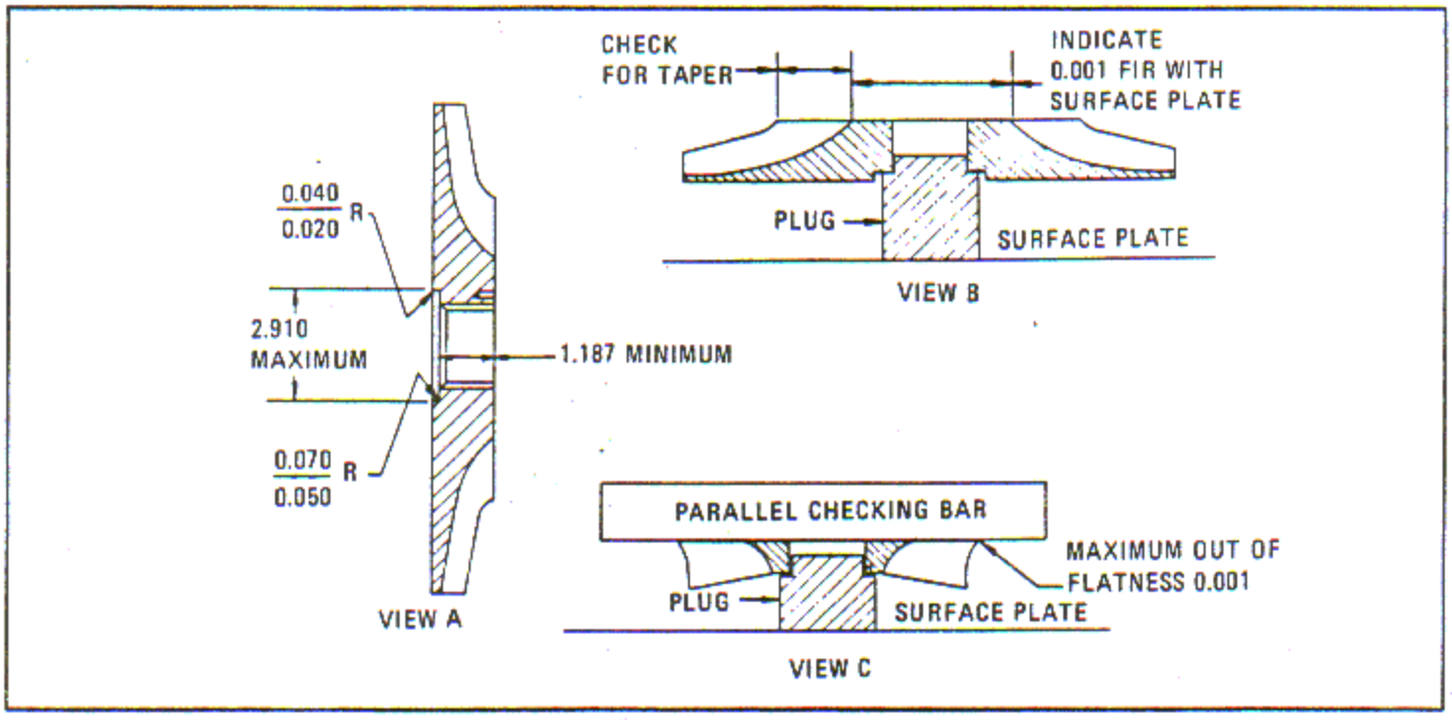

Figure 6-23. Impeller and Inducer Reconditioning Limits
c. If corrosion is found in the counterbore area (propeller side), the impeller may be reconditioned as instructed in paragraph 6-604 as shown in figure 6-23, View A.
d. Check the impeller vanes for proper taper. Make a suitable plug as shown in view B, figure 6-23. Place the plug on a surface plate. Set the impeller on the plug so the bottom of the counterbore rests on the shoulder of the plug. Indicate the inducer side of the impeller hub to be parallel with the surface plate within 0.001 inch full indicator reading.
a. Check the impeller side of the inducer for flatness. Place the inducer, anti-impeller side down on the plug as shown in figure 6-23, view C. Check the inducer flatness with a parallel bar and a feeler gage as shown. If the hub and vanes are not flat within 0.001 inch across the entire surface, recondition the inducer as instructed in paragraph 6-612.